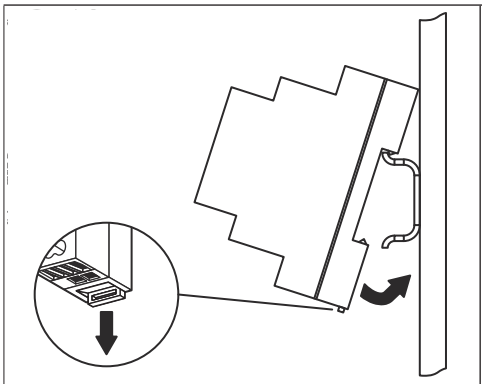
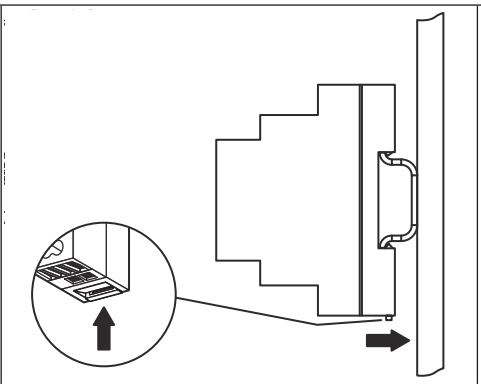
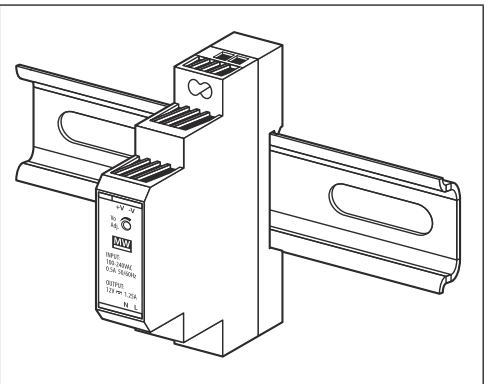

Fig. 44
Fig. 45
Fig. 46
- Fix the power supply to a DIN rail (following **Fig.44**, **Fig.45** and **Fig.46**).